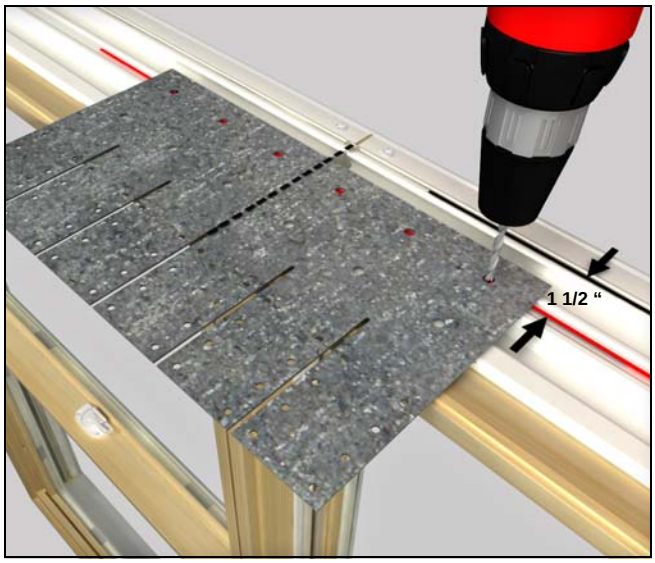

Figure 7 Predrill through bracket (ITDH shown, similar for IOFD).
1. Measure and mark a line 1 1/2" (38) from the nailing fin kerf. Center the bracket over the mull and align the exteror hole on the mull bracket with the 1 1/2" line. Using the bracket as a guide, carefully drill 3/32" (2) pilot holes through the first layer of the Ultrex frame. See figure 7.